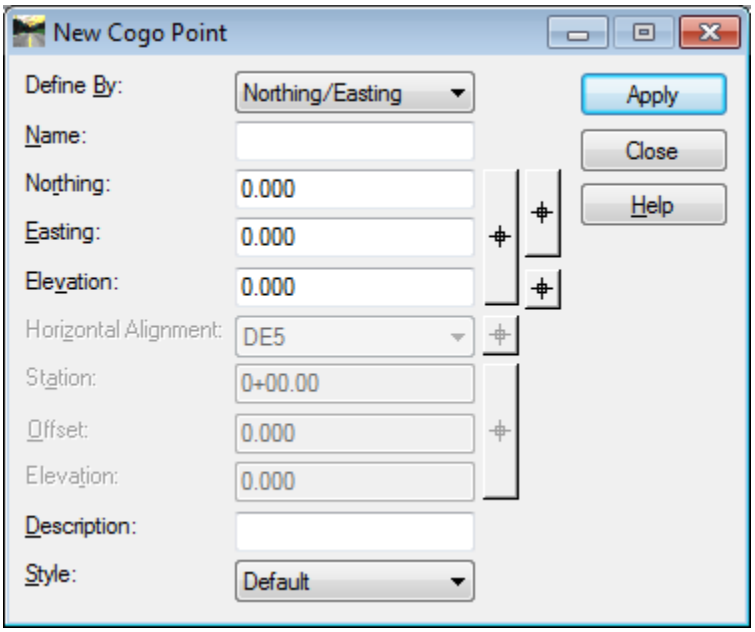

Figure L12-18 New Cogo Point
24.	**Open the New Cogo Point Dialog.** • In InRoads, select **Geometry ► Cogo Points ► New**. The **New Cogo Point** dialog opens as shown in *Figure L12-18*.